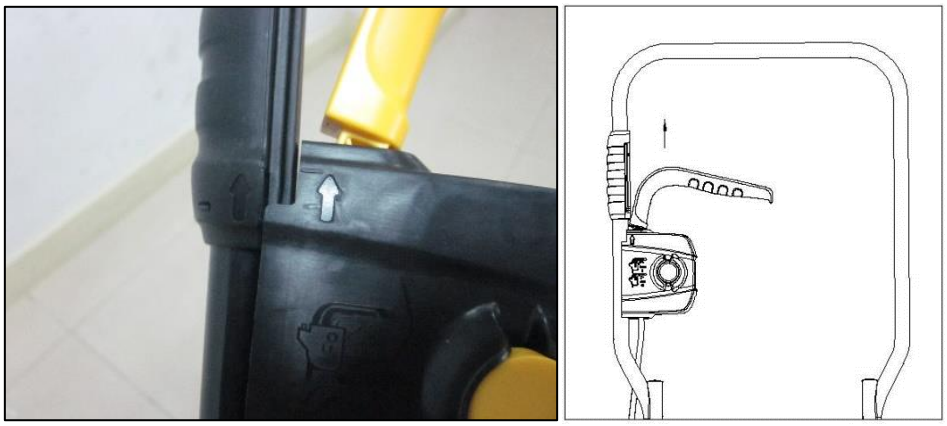

Rys. 3
2. Wsuń włącznik na zaczep wzdłuż uchwytu jak na Rys. 3.